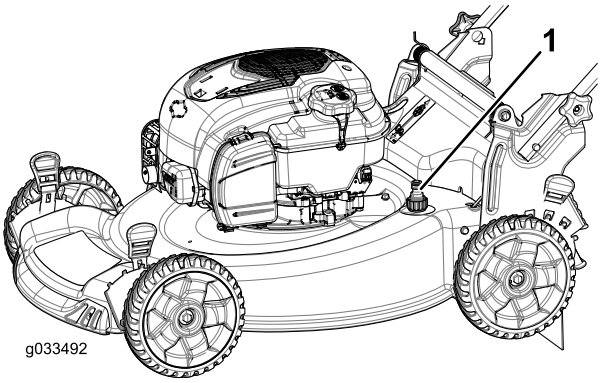

Figura 25
5. Ligue uma mangueira de jardim, ligada a uma torneira, à entrada para lavagem (Figura 25).